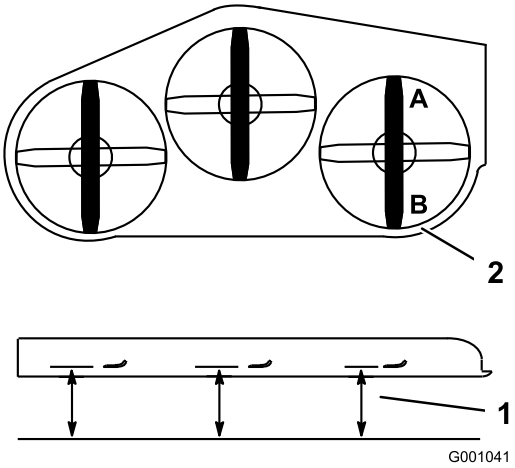

Figur 82
1. Ställ in den högra knivens främre-bakre lutning (Figur 82).
2. Mät den högra kniven vid punkt **A**, från en plan yta till knivens egg (Figur 82).
4. Mät den högra kniven vid punkt **B**, från en plan yta till knivens egg (Figur 82).
6. Klipparkniven ska vara ca 6 till 10 mm lägre vid punkt **A** än punkt **B** (Figur 82). Fortsätt till nästa steg om detta inte är korrekt.